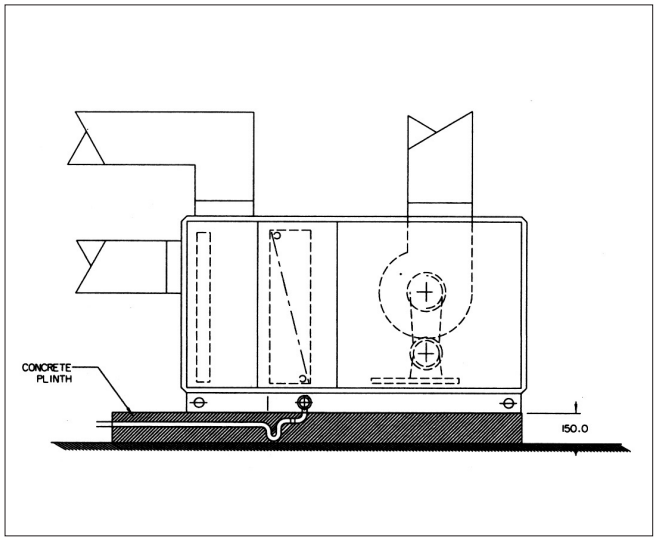

Fig. 4 Installation At Ground Level
a) When installing the air handling unit on the ground/ floor, a raised concrete plinth is recommended (Refer to Fig. 4 & 5).